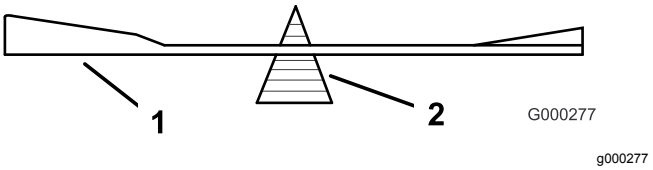

**Figur 85**
2. Kontroller knivens balance ved at placere den på en afbalanceringsenhed (Figur 85).